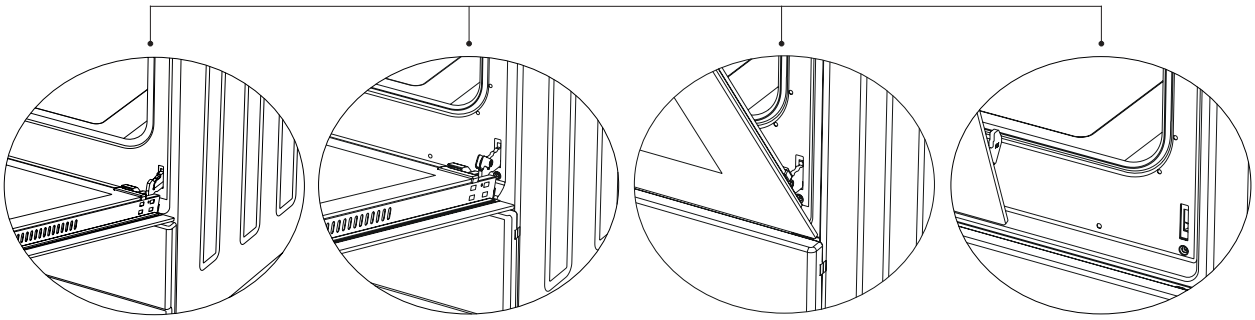

Figure 15.1 Figure 15.2 Figure 16.1 Figure 16.2
1. Ouvrez complètement la porte du four et retirez-la en ouvrant le loquet de la charnière à l'aide d'un tournevis, comme illustré à la Figure 15.1.